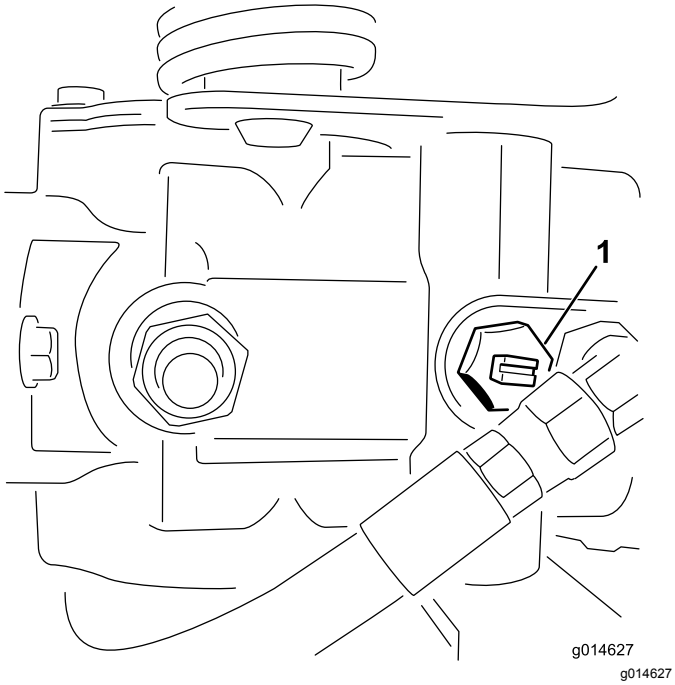

Figur 23
1. Find omløbsventilen på pumpen, og drej den, så rillen er vertikal (Figur 23).
2. Luk omløbsventilen ved at dreje den, så rillen er horisontal (Figur 23), før du starter motoren.